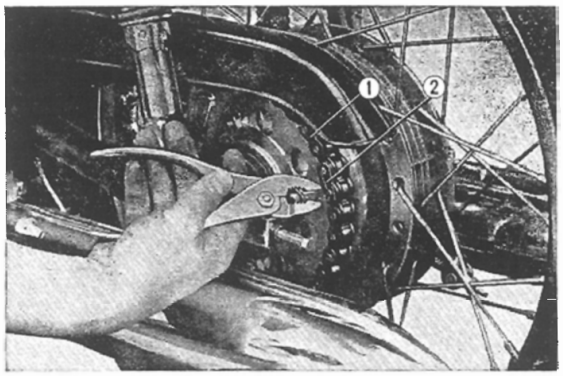

Fig. 4.90 Removing the drive chain clip
⑩ Rear brake shoe
⑪ 6304 Z ball bearing
⑫ 4.0×10 mm center pin
⑬ Rear axle nut
⑭ Rear brake panel collar
⑮ Rear axle spacing collar
⑯ Driven sprocket bolt
⑰ Final driven sprocket
⑱ Rear wheel hub
1. Remove the drive chain joint, and disconnect the chain. **(Fig. 4.90)**